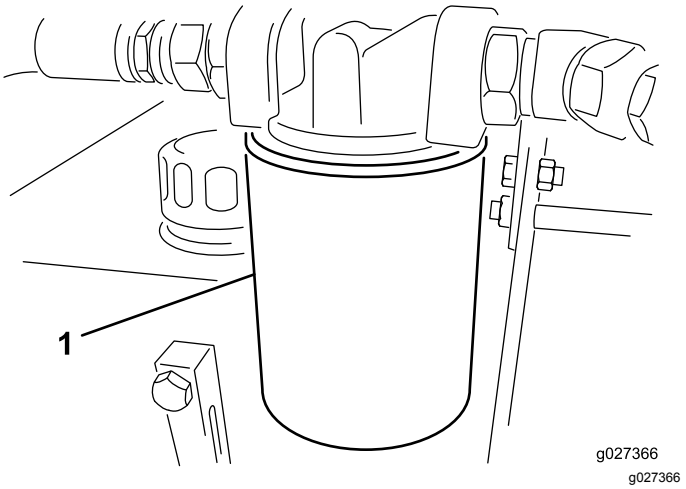

Figur 11
3. Ställ ett avtappningskärl under filtret och ta bort filtret (Figur 11).